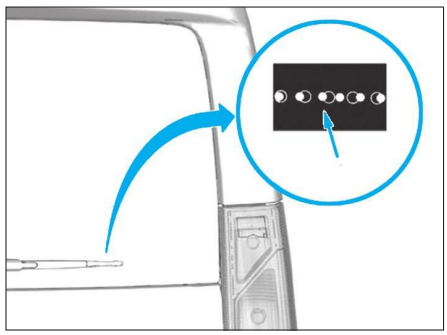

**Fig. 72**
• Poser le bras d'essuie-vitre en fonction du repère sérigraphie ou selon le repère effectuer précédemment **(Fig.72)**.